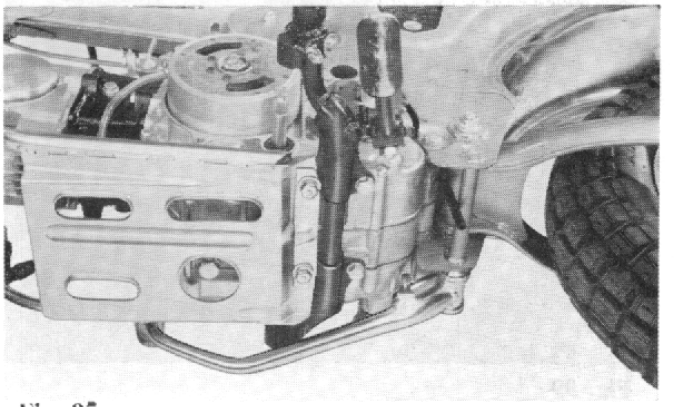

Fig. 95
(1) Remove the rear wheel in accordance with section "Rear wheel".
(2) Disconnect the drive chain.
(3) Remove the 10 mm cap nuts fixing the rear cushion at the lower end.
(4) Remove the rear fork pivot bolt by loosening the rear fork pivot nut, then the rear fork can be removed from the frame. **(Fig. 95)**.